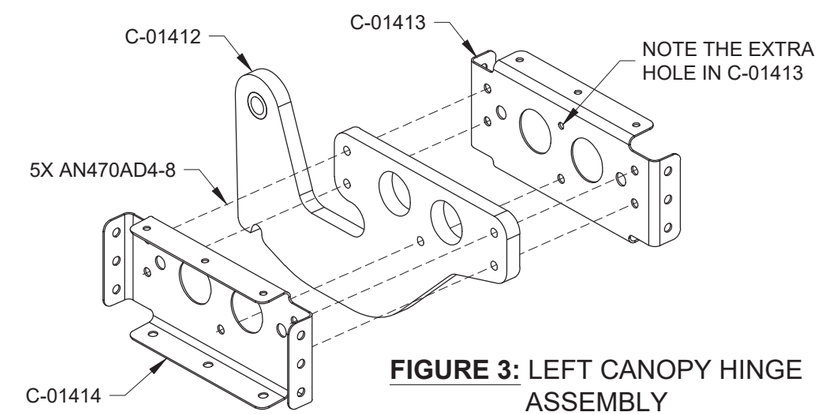
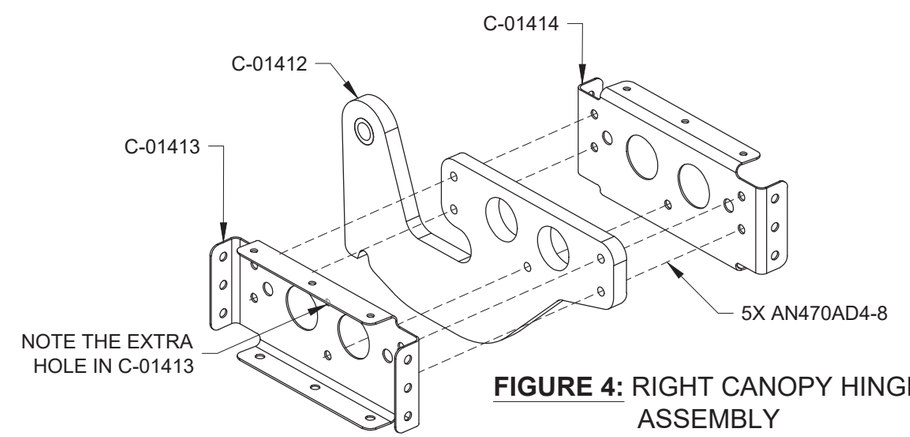

FIGURE 3: LEFT CANOPY HINGE ASSEMBLY
FIGURE 4: RIGHT CANOPY HINGE ASSEMBLY
Step 9: Rivet together the Left and Right Canopy Hinge Assemblies as shown in Figure 3 and Figure 4.